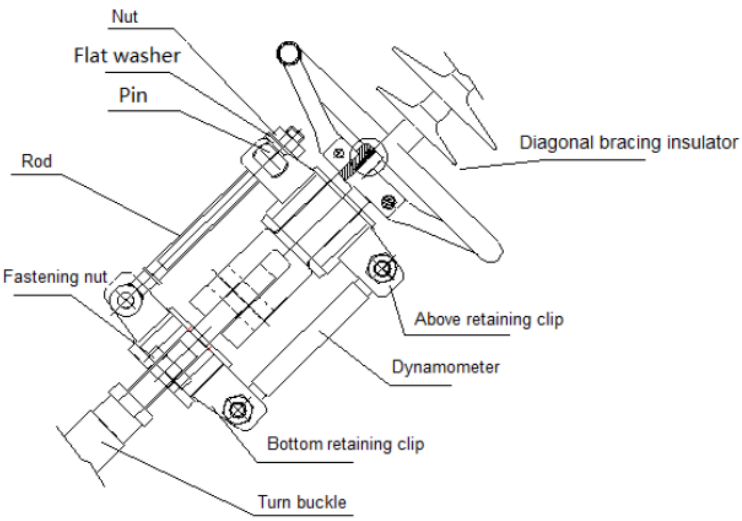

Fig.A-1 Force measuring device assembly drawing
Step 3: Connect dynamometer and rod as fig. A-1.